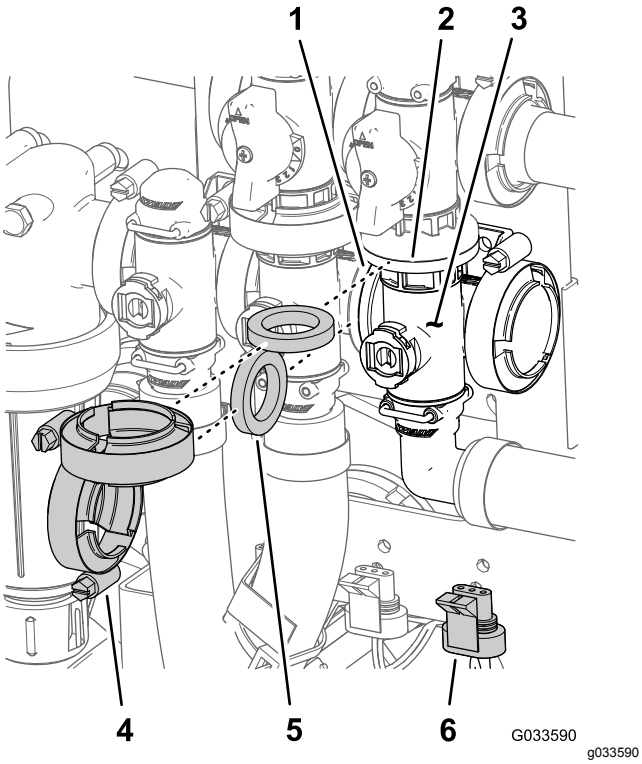

Figur 129
1. Ret flangen på hovedbommens ventilmanifold, en pakning og flangen på hovedbommens omløbsventil (Figur 129) ind efter hinanden.
2. Saml hovedbommens ventilmanifold, pakningen, og hovedbommens omløbsventil med en flangeklemme, der spændes med hånden (Figur 129).
3. Ret flangen på hovedbommens ventilmanifold, en pakning og omrøringsventilmanifolden (Figur 129) ind efter hinanden.
4. Saml hovedbommens ventilmanifold, pakning og omrøringsventilmanifold med en flangeklemme, og stram med hånden (Figur 129)
7. Saml omrøringsventilen til ventilbeslaget med flangehovedbolten og flangelåsemøtrikken (Figur 129), som du fjernede i trin 3 af Afmontering af hovedbommens manifoldventil (side 83), og spænd møtrikken og bolten til mellem 10 og 12 N·m.